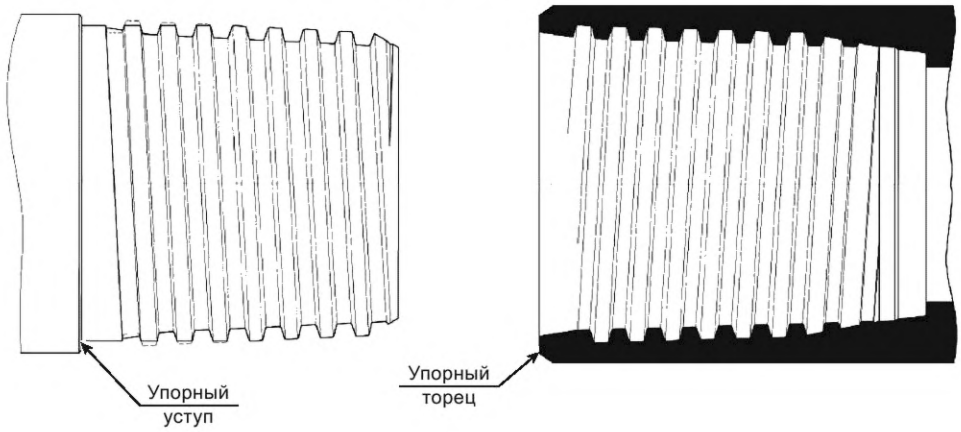

Рисунок 15
16 **упорные элементы:** Конструктивные элементы резьбовых соединений, которые ограничивают осевое перемещение свинчиваемых изделий при механическом свинчивании (см. рисунок 15).
16.1 **упорный торец:** Упорный элемент, выполняемый на торце изделия (см. рисунок 15).
16.2 **упорный уступ:** Упорный элемент, выполняемый снаружи и (или) внутри изделия (см. рисунок 15).